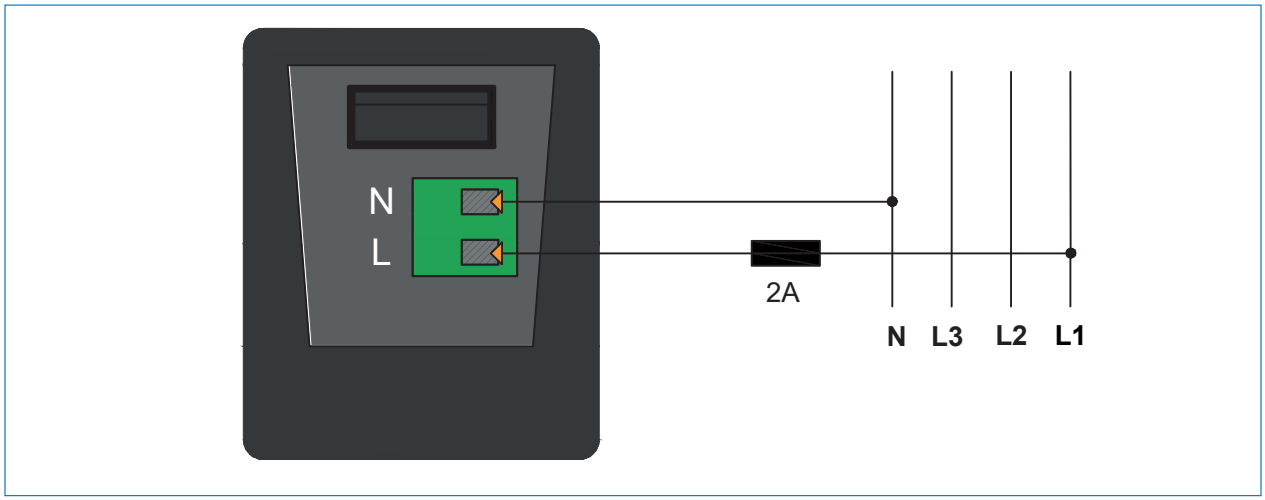

Figure 3.1
**a.** Electricity Meter / Optical Port: See Figure 3.1